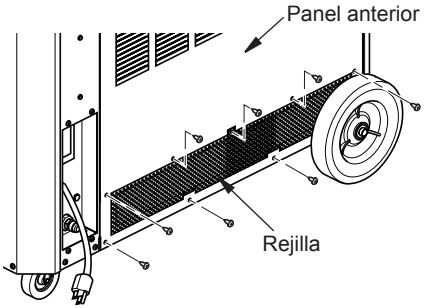

Figura 12 - Panel posterior y rejilla
1. Retire todos los tornillos visibles de la sección inferior del panel posterior y de la rejilla (consulte la figura 12). Tire del panel posterior para sacarlo y tener acceso a la rejilla. Levante la rejilla por su borde y deslícela hacia afuera.